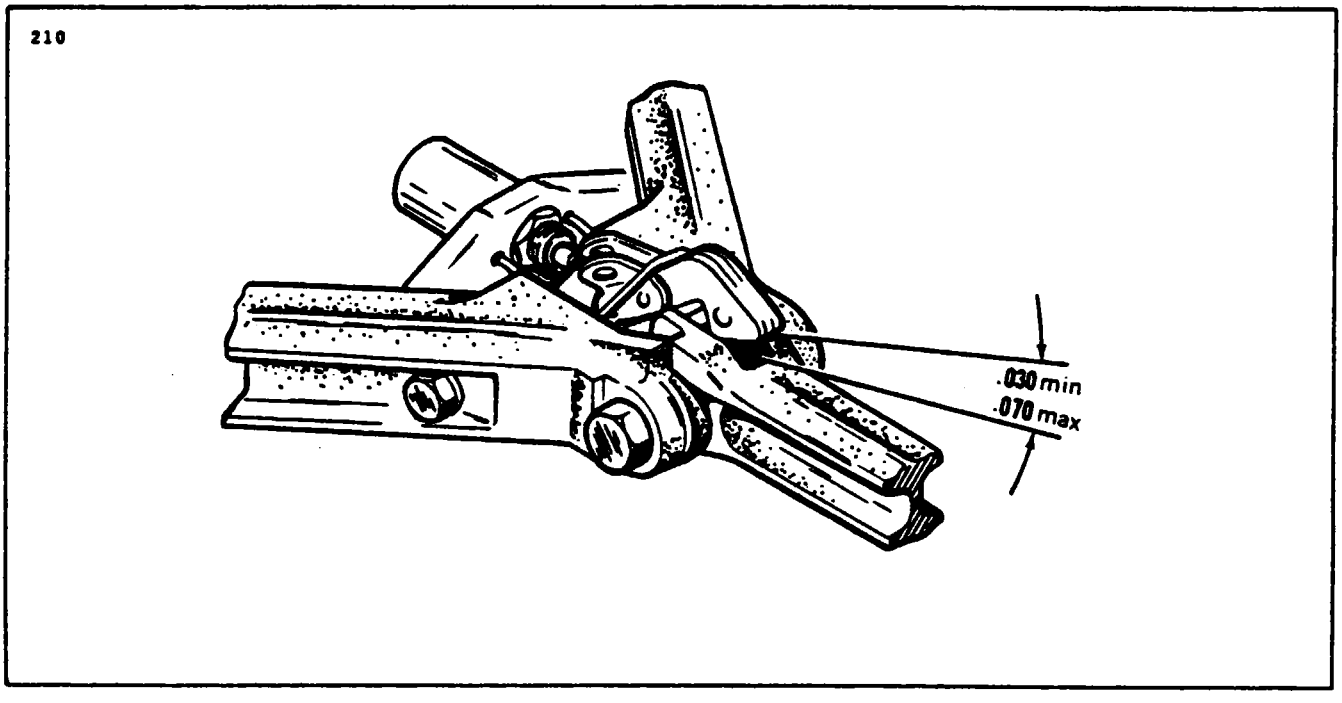

Figure 7-10. Adjusting Main Gear Down Limit Switch
7-41. ADJUSTMENT OF MAIN GEAR DOWN LIGHT SWITCH. (Refer to Figure 7-10.)
2. With the hook raised, place a 0.070 of an inch wire feeler gauge between the hook and bottom surface of the slot in the side brace link. (Refer to Figure 7-10.)